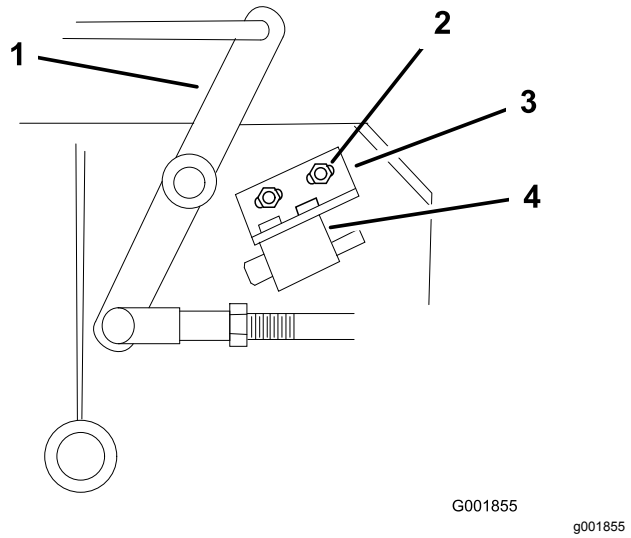

Figur 51
4. Justera vid behov knivsäkerhetsbrytaren genom att lossa skruvarna som håller brytarfästet på plats (Figur 51).
Kontrollera att vinkelhävarmen **inte** vidrör brytarstommen eftersom det kan skada brytaren (Figur 51).